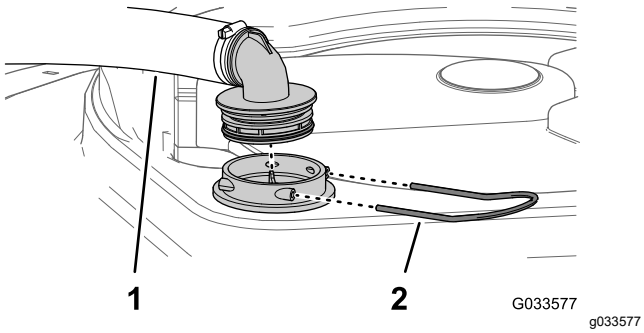

図 49
2. タンク上部で、フィルタハウジングからの太いホースについているフィッティングを固定しているリテーナを外す 図 49。
3. フィルタハウジングからホースとフィッティングを取り外す図 49。